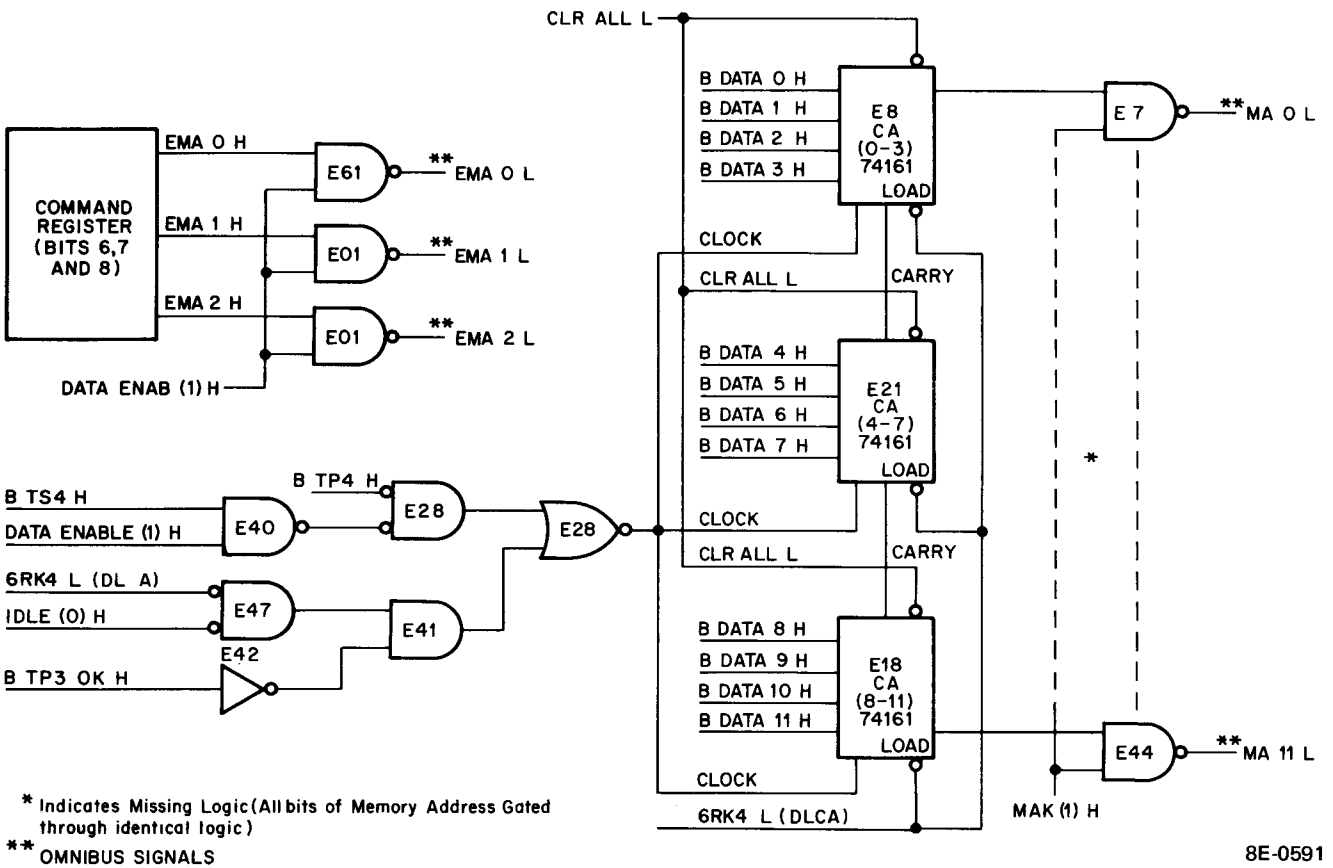
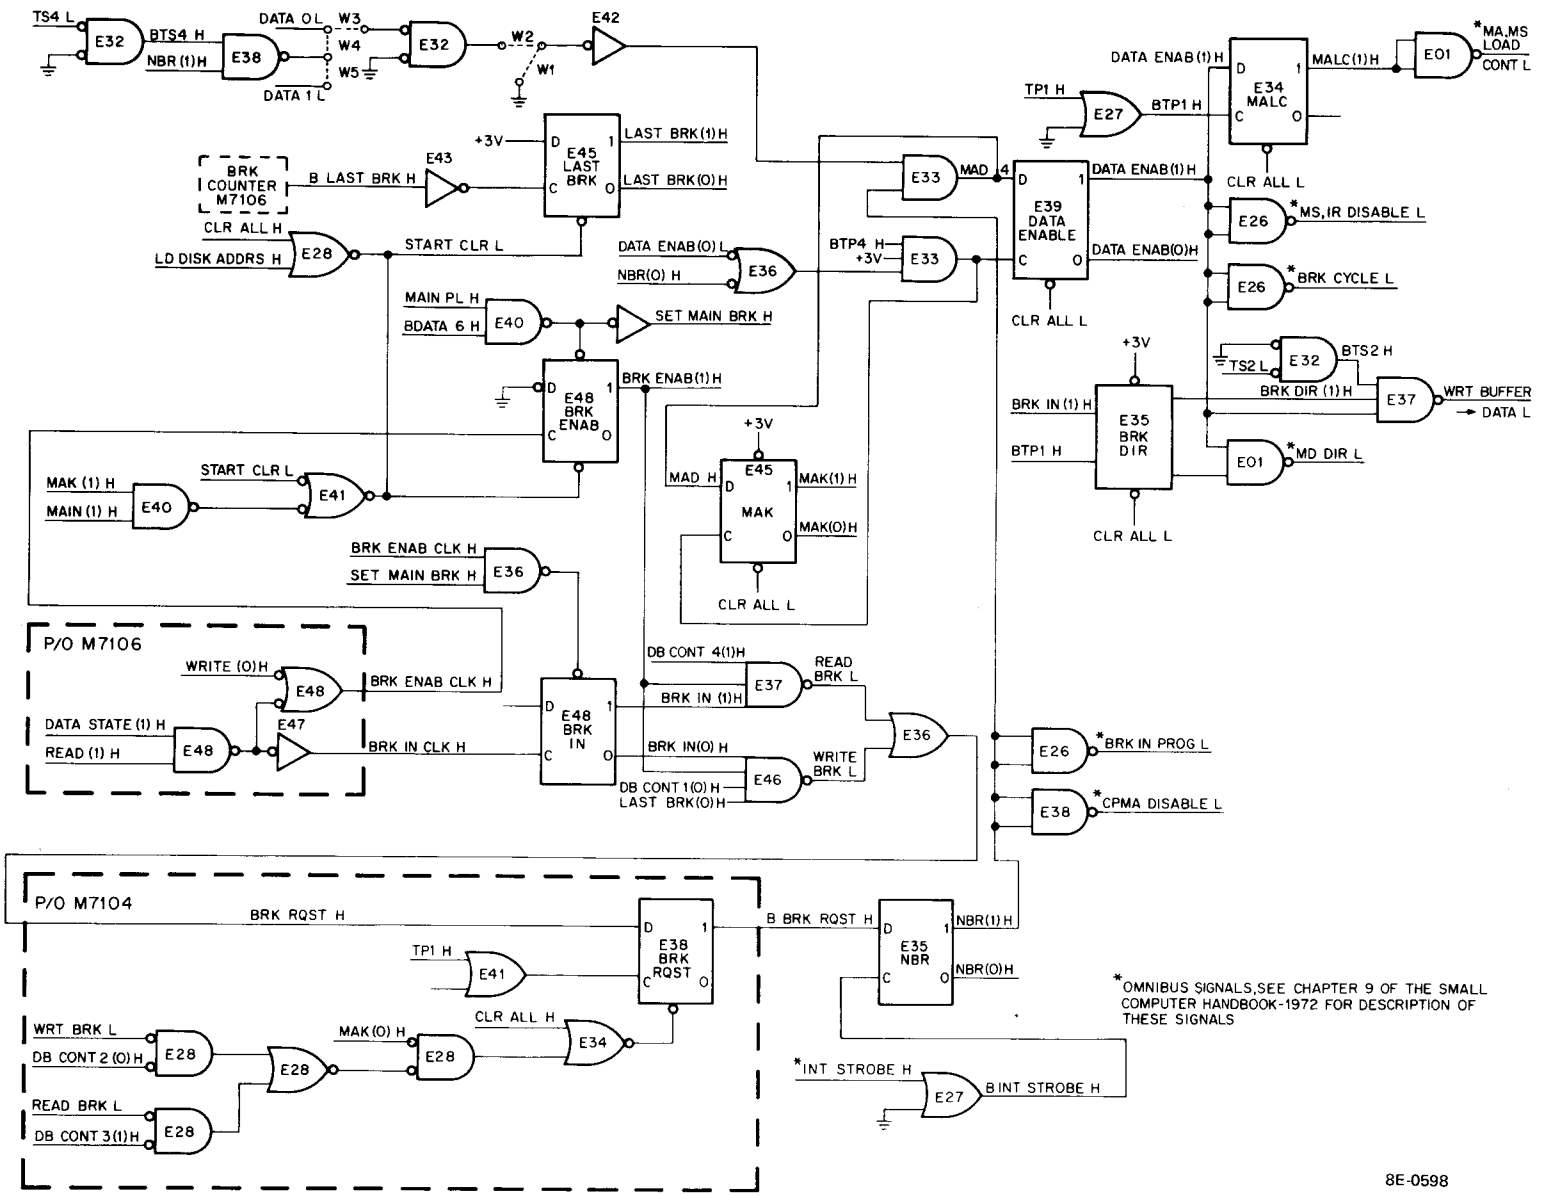

Figure 11-23 Current Address Register
Figure 11-24 Single Cycle Data Break Control Logic
The data break control logic (Figure 11-23 and 11-24) enables the RK8-E to assume control of the CPU Major Register gating and directly address via the Current Address Register, memory locations associated with a data transfer. The priority network compares the priority of the RK8-E with other peripherals making BRK RQST at the same time. If the RK8-E has the highest priority, the controller asserts signals indicating the RK8-E has accepted the request at INT STROBE time. When the RK8-E asserts BREAK, the single cycle data break is started, a data word is transferred to or from the address indicated by the Current Address Register. If the transfer is from the RK05 to memory, the data is applied to the Data Bus (DATA0–DATA11) by the transfer control logic. Data transfers from memory to the RK05 are taken from the MD lines (MD00–MD11) and transferred to the RK05 via the Data Buffer Register.
11.15.7.1 Current Address Register – The Current Address Register (Figure 11-23) and the EMA bits (EMA0–EMA2) are used to select a location in memory to be used in a data transfer. The Current Address Register is loaded with the address of the first memory location to be used in a data transfer when the 6RK4 (DLCA) instruction is executed by the program. The RK8-E must be in the IDLE state (control not busy) when the CA Register is loaded. DATA ENABLE (1) H (Figure 11-24) is asserted at TP4 time to increment the CA Register and sequentially select locations in memory for data transfers. The contents of the CA Register are applied to the OMNIBUS when MAK (1) H is asserted during a data break.
The EMA bits (EMA0–EMA2) from bits 6 through 8 of the Command Register are applied to the OMNIBUS when DATA ENAB (1) H is asserted by the control logic (Figure 11-24) to select a memory field (0–7). The EMA bits are not incremented and the Command Register must be changed by the program to change memory fields.
11.15.7.2 Data Transfer Control Logic – The data transfer control logic (Figure 11-24) determines the direction and type of data transfer. The BRK ENAB flip-flop is set immediately if a write operation is initiated or when the Major States Register enters the DATA state during read operations. BRK ENAB (1) H supplies an input to E37 and E46 to allow a BRK RQST if other conditions are met. BRK IN is set during read operations and cleared during write operation to enable either E37 during read breaks or E46 during write breaks. During read operations, E37 is enabled by DB CONT4 (1) H and BRK IN (1) H to assert READ BRK L and initiate a BRK RQST at TP1 time. DB CONT4 (1) H is asserted (high) when DB4 in the Data Buffer Register is full. A new BRK RQST is made each time DB4 is filled until the data transfer is complete. BRK RQST is cleared during a read break when MAK (0) H is low if DB3 in Data Buffer Register is empty. Note that DB CONT3 (1) H is low when DB3 is empty which enables E28 and allows BRK RQST to clear at TP4 time if the MAK flip-flop is set. If DB3 is full, BRK RQST is not cleared and a new break cycle is started to transfer new data. The data in DB3 is transferred to DB4 as soon as DB4 is empty; thus, the data in DB3 is in DB4 when the next break cycle starts.
11.15.7.3 Priority Logic – The RK8-E must have the highest priority to allow a break cycle when a BRK RQST is made. DISK PRIORITY H (Figure 11-24) is asserted by a ground (W1 installed) on the input of E42 if the RK8-E is assigned the highest priority (0). DATA 0 L (highest priority) or DATA 1 L are asserted by the output of E38 when the NBR flip-flop is set to prevent other peripherals from doing a break cycle when the RK8-E has priority. If priority 1 is selected for the RK8-E, jumper W3 is installed. When a peripheral with priority 0 makes a BRK RQST, E32 is enabled to supply a high to the input of E42. A high on E42 negates PRIORITY H and the RK8-E must wait until DATA 0 L is negated by the peripheral with the highest priority.